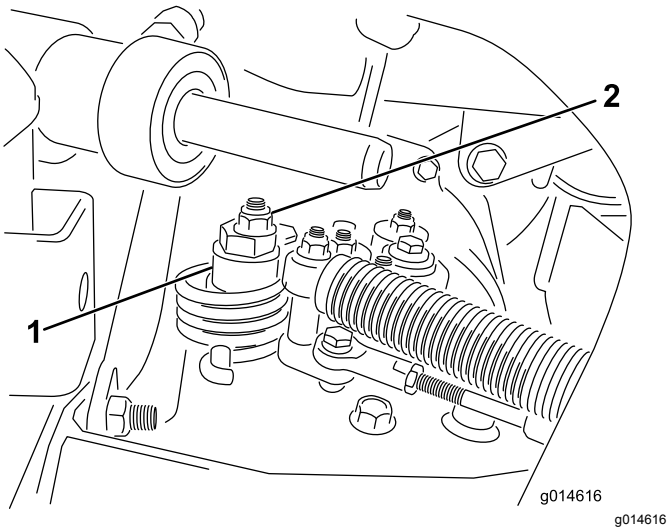

**Rysunek 40**
A. Poluzuj nakrętkę mocującą mimośród do górnej części higrostatu (Rysunek 40).
C. Obracaj mimośrodem, aż ustanie powolny ruch w każdym kierunku. Gdy koło przestanie obracać się, dokręć nakrętkę, blokując mimośród i regulację (Rysunek 40). Sprawdź prawidłowość wyregulowania, ustawiając dźwignię przepustnicy w położeniu NISKICH i WYSOKICH obrotów.